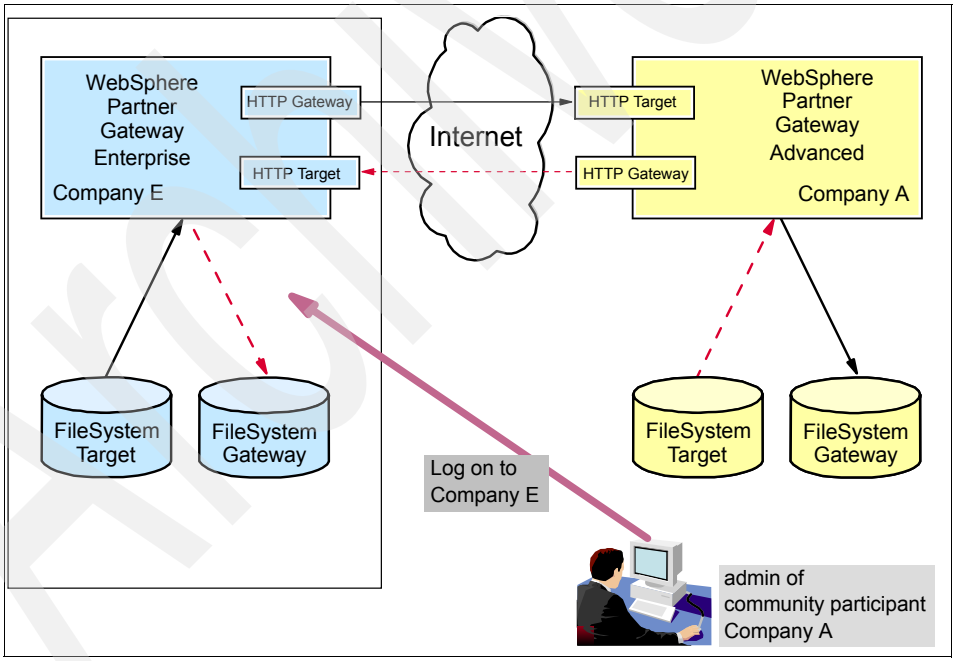

Figure 7-31 Logging on as admin of community Participant to Company Server
Figure 7-31 illustrates what happens after you log on as the administrator of the Community Participant to Company E.
1. Log on to the hub of Company E, as depicted in Figure 7-31. Use these values: